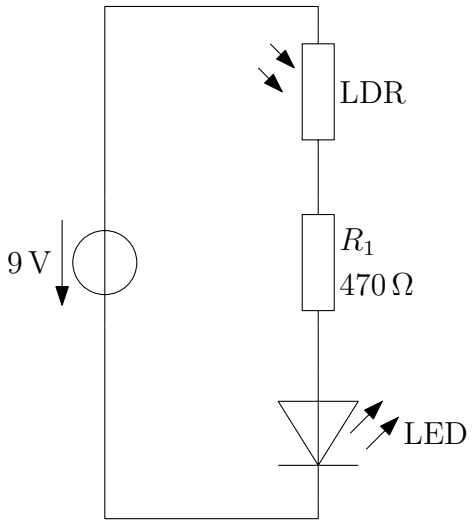

Abbildung 2.7: Experiment – Fotowiderstand in Reihe zum Vorwiderstand
**Versuchsaufbau und -durchführung** Bauen Sie die Schaltung nach Abb. 2.7 auf. Verändern Sie die Lichtintensität am Fotowiderstand.